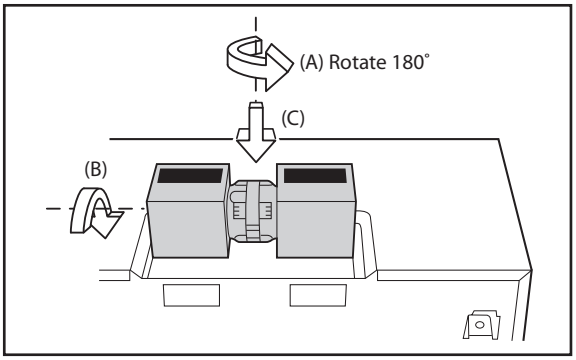

Figure 15
3 Rotate the Hood Fan Unit 180˚ so that the fan blade openings are facing the back of the oven. Note, you will need to lift the wire over the hood fan unit so the wire will clear. See Figure 15 (A). Then rotate the Hood Fan Unit 90˚ so that the fan blade openings are facing the top of the oven. See Figure 15 (B). Replace Hood Fan Unit into the oven. Be careful not to pinch the lead wire between the inner bracket and the Hood Fan Unit. Put the lead wire into Wire Box. See Figure 15 (C).